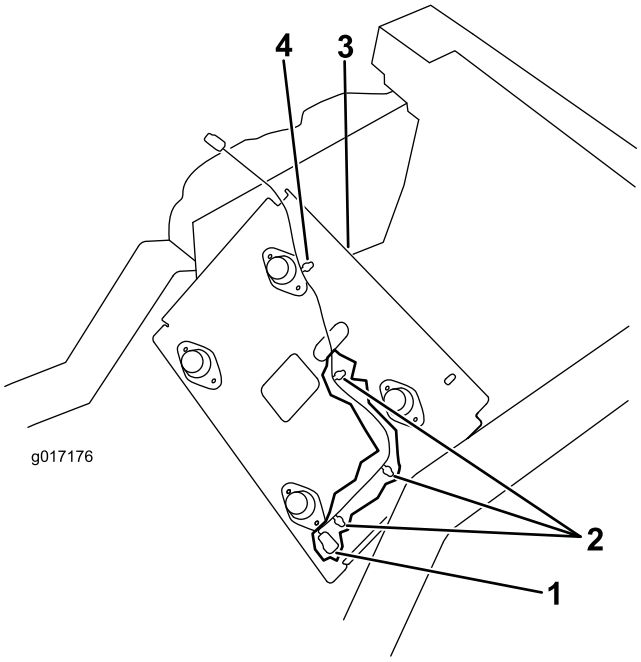

Figur 6
3. Tilslut det nye ledningsnet til traktionsenhedens ledningsnet (Figur 6)
4. Indsæt clipsene (3) til ledningsnettet i hullerne i sædepladen (Figur 6).
5. Før ledningsnettet op gennem hullerne i sædesoklen, og indsæt de resterende clips til ledningsnettet i hullerne i sædesoklen (Figur 6).